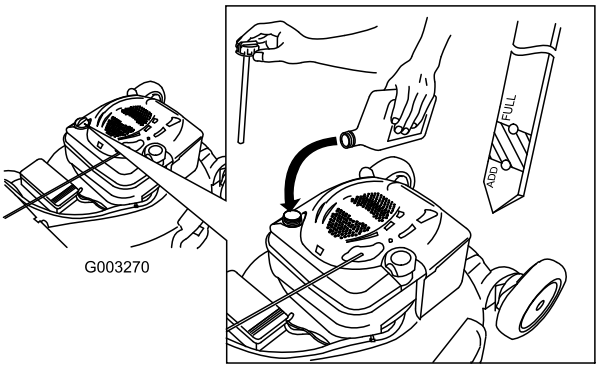

Bild 6
1. Ziehen Sie den Peilstab heraus (Bild 6).
2. Füllen Sie das Öl **langsam** in den Einfüllstutzen ein, um den Ölstand auf die Marke Voll am Peilstab anzuheben.Bild 6 **Füllen Sie nicht zu viel ein.** (Max. Füllstand: 0,59 l des Typs: Waschaktives SAE 30-Öl mit der Klassifizierung SF, SG, SH, SJ, SL oder höher durch das American Petroleum Institute (API).)